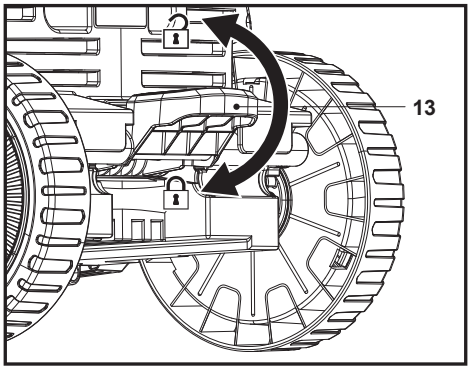

Fig. 18
Appuyer sur le bouton de verrouillage (13) pour bloquer les deux roues arrière (8) et soulever le bouton de verrouillage (13) pour débloquer les deux roues arrière (8) (Fig. 18).